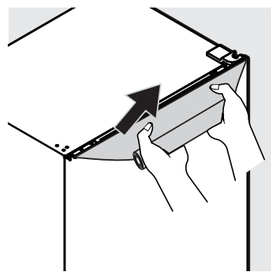

Fig. 3
2. Rassemblez tout excès de pellicule, en la roulant. Tirez ensuite la pellicule vers le haut (Fig. 3). Continuez à tirer la pellicule jusqu'à ce qu'elle soit à environ 2 po du bord supérieur de la porte. En effectuant un mouvement lent et régulier tout en maintenant un angle de 45 degrés avec le bord supérieur, tirez la pellicule restante, en commençant par le côté gauche ou droit vers le haut contre le capuchon d'extrémité de la porte en plastique.